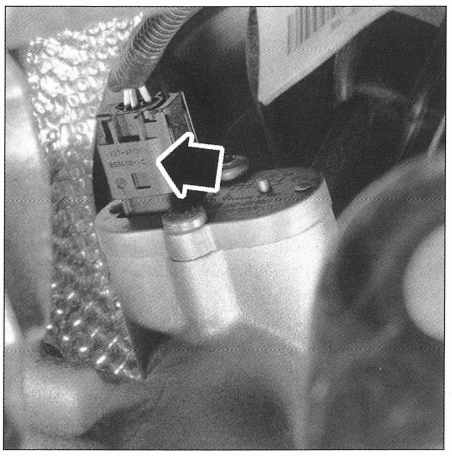

FIG. 9
• Sacar el conector del captador de ángulo de giro **(fig. 9)**.